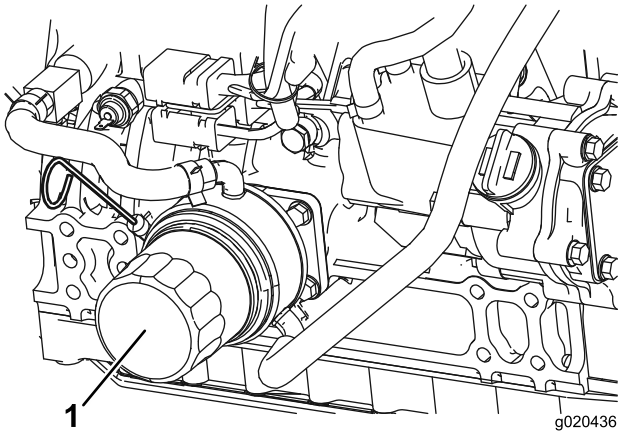

Figuur 52
2. Verwijder het oliefilter (Figuur 52). Smeer een dun laagje schone olie op de nieuwe filterpakking voordat u deze vastschroeft. **Niet te vast draaien.**